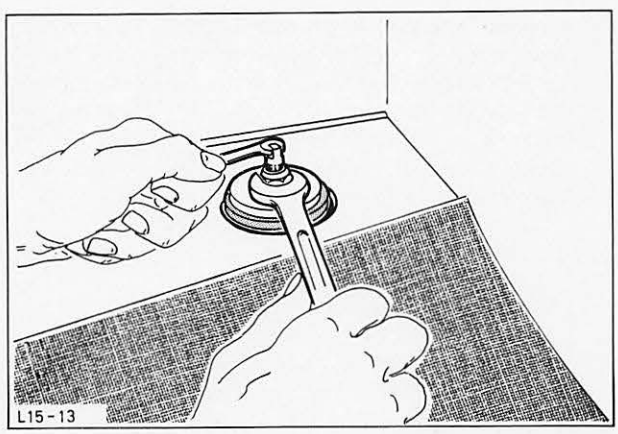

Abb. 30 Stoßdämpfer an Bodengruppe montieren
12. Schraubenfedern zusammendrücken und Kolbenstangen der Stoßdämpfer durch die Büchsen im Bodenblech führen. Stoßdämpfer montieren. Abb. 30.